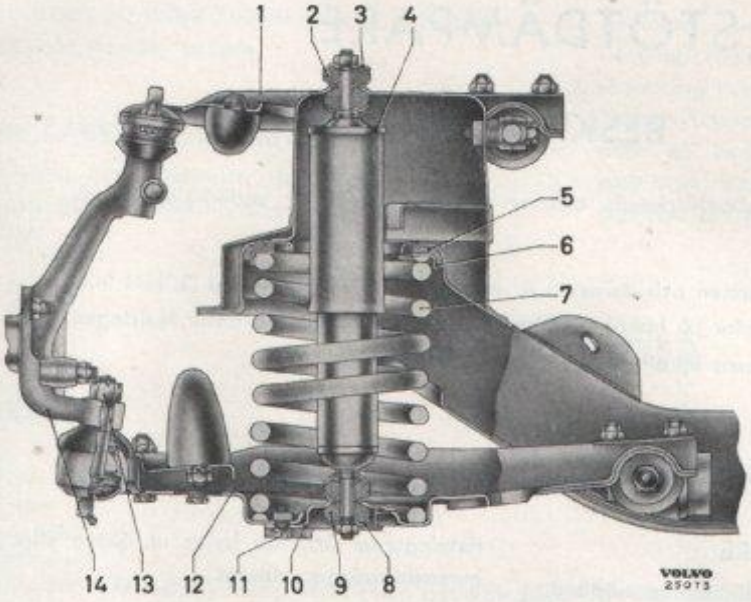

Bild 9-4. Främre fjäder och stötdämpare
Innan fjädern monteras bör den kontrolleras. Tryck ihop fjädern varv mot varv samt mät därefter längden vid den belastning som är angiven i specifikationen. Satt eller skadad fjäder utbytes. Kontrollera även gummimellanlägget (5, bild 9-4).
Placera gummimellanlägget (5, bild 9-4) och brickan (6) på sin plats i fjäderhuset i balken och montera fjädern i omvänd ordningsföljd mot demonteringen.
4. Montering sker i omvänd ordningsföljd. Placera brickorna som framgår av bild 9-4. Drag muttrarna